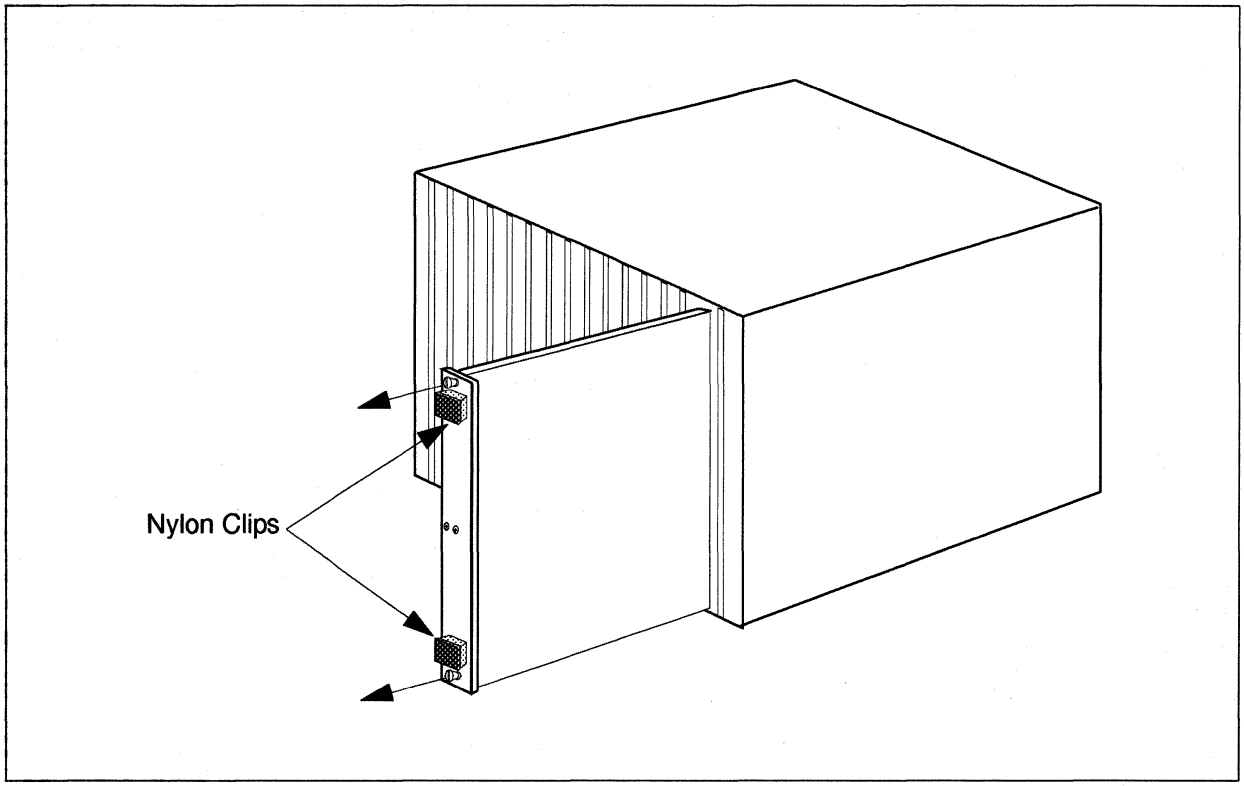

**Figure 3-2. Removing a GP Node Board from the Cardcage**
4. Loosen the capture screws at the top and bottom of the GP node's front panel (Figure 3-2 on page 3-4).